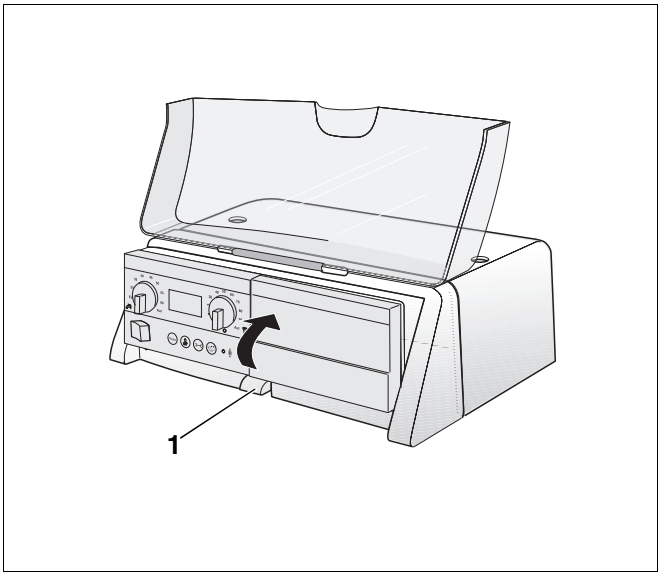

Abb. 11 Aufnahme für den Basiscontroller schwenken
- Mittleren Rasthaken (Abb. 11, **Pos. 1**) an der Aufnahme für den Basiscontroller nach unten drücken.